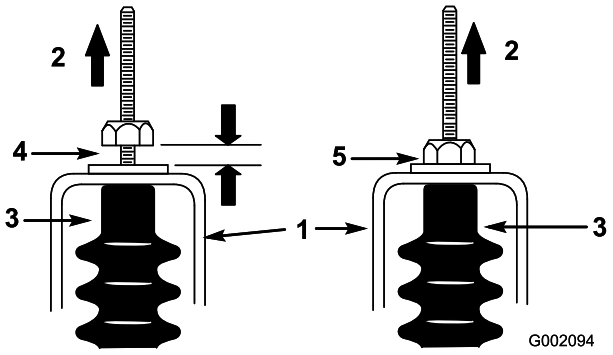

Figuur 41
5. Trek aan beide kabels van het schakelmechanisme en zorg ervoor dat er geen ruimte tussen de moer/ring en de beugel van de neutraalstand is (Figuur 41). Indien dit wel het geval is, moet u de moer aandraaien.